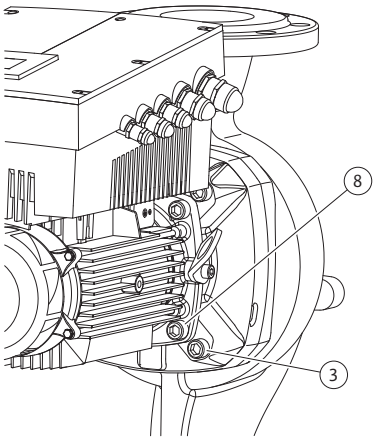

*Fig. 50: Fijación opcional del juego de introducción*
11. Afloje los tornillos (Fig. 7, pos. 3) y retírelos. Los tornillos exteriores (Fig. 50, pos. 3) se retiran en función del tipo de bomba.
16. Según el tipo de bomba, afloje los tornillos (Fig. 7, pos. 10) o los tornillos (Fig. 50, pos. 8).
22. Desplace la linterna cuidadosamente por el eje y colóquela en la posición anterior,o en una nueva posición deseada en ángulo con respecto a la brida del motor. Al hacerlo, observe las posiciones de montaje admisibles de los componentes (véase el capítulo 7.1 "Posiciones de montaje admisibles y modificación de la disposición de los componentes antes de la instalación" en la página 20). Fije la linterna a la brida del motor con los tornillos (Fig. 7, pos. 10) **o**, en el caso de los tipos de bomba/linterna (Fig. 50), con los tornillos (Fig. 50, pos. 8).
| **Juego de introducción** | Fig. 7/pos. 3Fig. 50/pos. 3 | M12 | Hexágono interior 10 mm | 60 | V. cap.10.2.1 “Sustitución del cierre mecánico” en la página 50. |
| **Linterna** | Fig. 7/pos. 10Fig. 50/pos. 8 | M5M6M10 | Hexágono interior 4 mmHexágono interior 5 mmHexágono interior 8 mm | 4740 | Apriete en cruz de forma uniforme. |